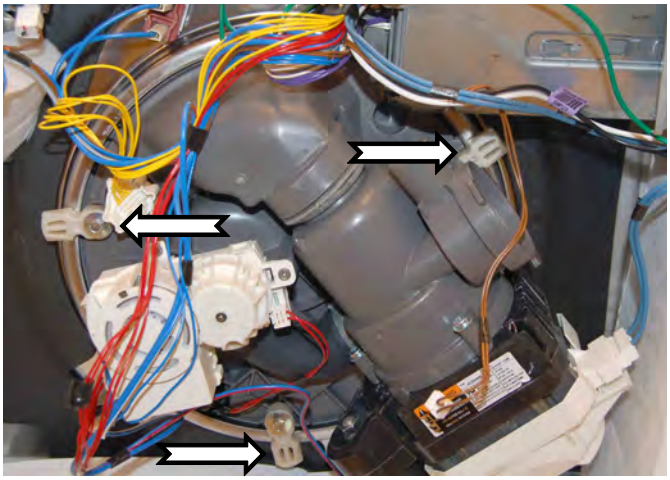

Figure 5
4. Unlock the three tabs securing the motor and sump assembly to the tub, (see Figures 5, 6 and 7).